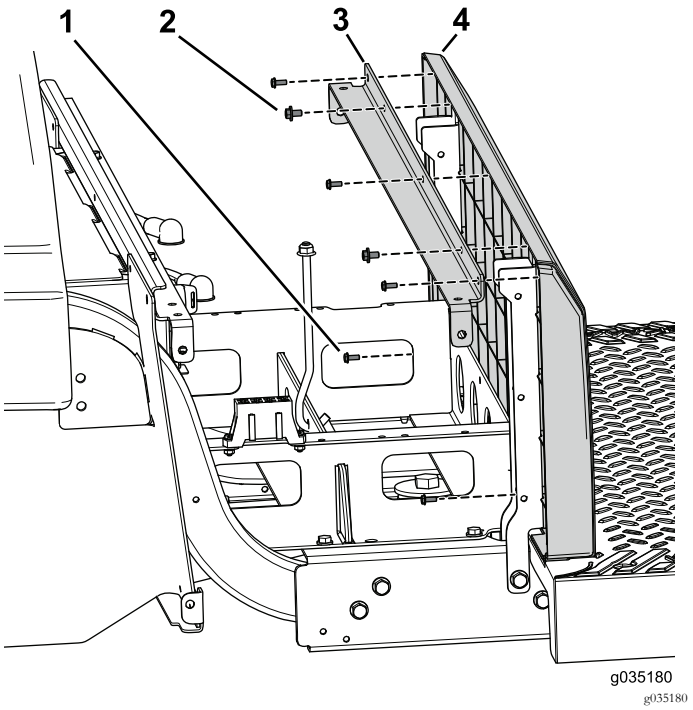

Figura 85
5. Utilice los 2 conjuntos de perno y arandela (¼" x ½") para sujetar el soporte biselado y el panel de la base del asiento a los soportes izquierdo y derecho del asiento (Figura 85).
6. Utilice los 5 tornillos (Nº 10 x ½") para sujetar el panel trasero al soporte biselado y a los soportes del asiento (Figura 85).